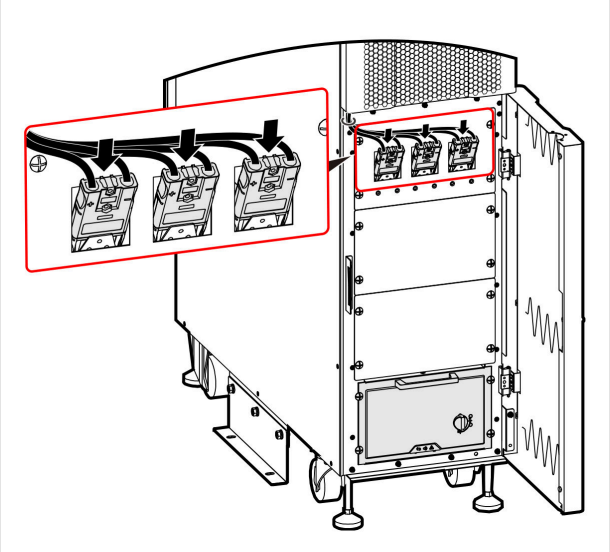

FIGURE 4-27 Plugging in the three plug-ins
8. Plug in the three battery plug-ins (Figure 4-27).